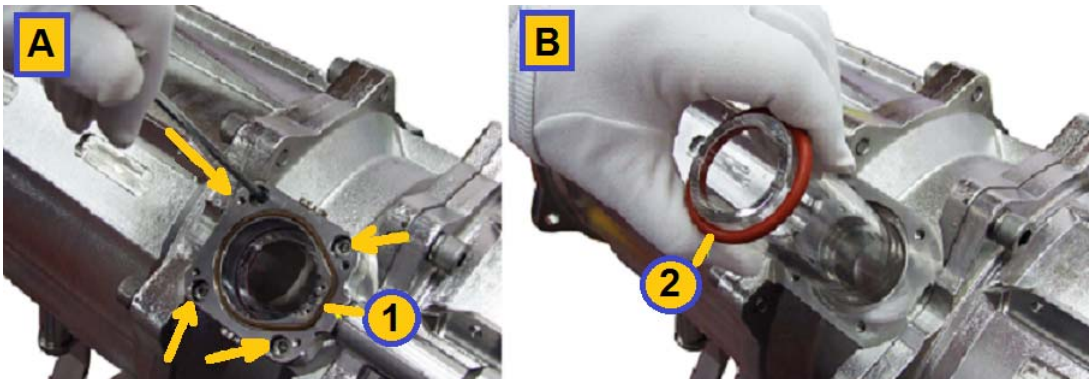

Figure 10-20: Replacing the Quartz Sleeve (Generic View 1)
Under normal environmental conditions, the quartz sleeve's rubber O-rings (as shown in **Figure 10-20** below) must be replaced once a year even if they pass visual inspection. For environments where the water temperature is above 70°C (160°F), the quartz sleeve's O-rings must be replaced yearly.
- Two O-rings (See view **B** in **Figure 10-20** below)